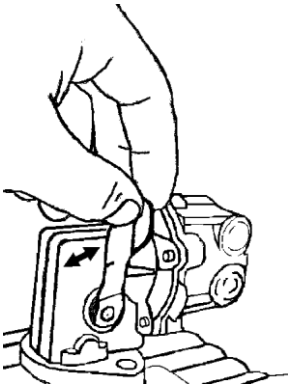

Fig. 5.3
(1) Vérifier si le robinet de sortie du combustible est ouvert.
(2) pour les moteurs montés avec RONIM V ou le réducteur SMI. Actioner plusieurs fois (6 ou 7 fois), le petit levier de la pompe d'alimentation (fig. 5.3). Si la soupape de la pompe à main est obstruée, la purge peut être difficile. Dans ce cas, retirer le boulon du troude ventilation ainsi que l'extrémité d'entrée du tuyau du filtre, et nettoyer la soupape avec de l'air sous pression.